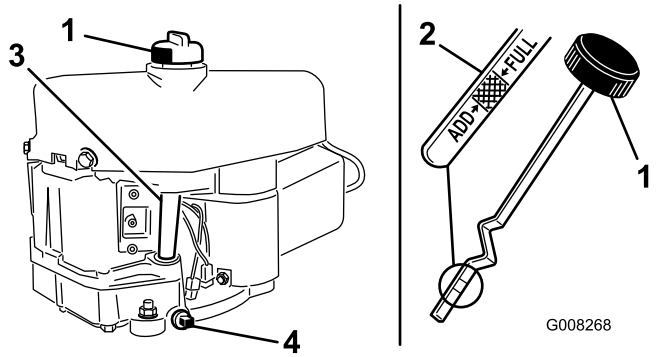

Figur 23
7. Gör rent omkring oljestickan (Figur 23) så att smuts inte kan falla ned i påfyllningshålet och orsaka motorskador.
8. Skruva loss oljestickan och torka av metalländen (Figur 23).
9. Skruva ner oljestickan helt på påfyllningsröret (Figur 23).
9. Ta bort avtappningspluggen så att oljan kan rinna ut (Figur 23).
11. Gör rent omkring oljestickan och skruva av locket (Figur 23).
12. Häll långsamt i cirka 80 % av motoroljan i påfyllningsröret (Figur 23).